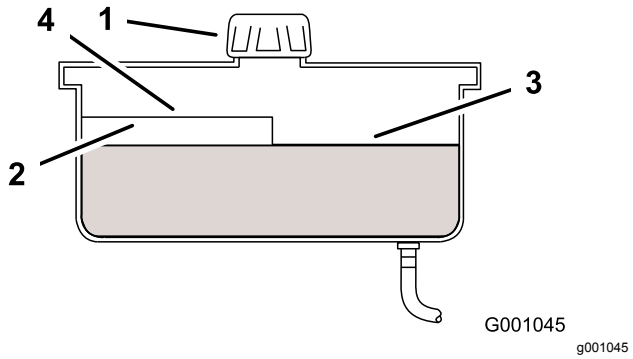

Figuur 52
4. Reinig de omgeving van de vulbuis en de dop van de hydraulische tank (Figuur 52).
5. Verwijder de dop van de vulbuis. Kijk in de vulbuis om te controleren of er nog vloeistof in het reservoir is (Figuur 52).
Opmerking: Het vloeistofpeil moet aan de bovenkant van de warm-markering op de keerplaat staan als de vloeistof warm is (Figuur 52).